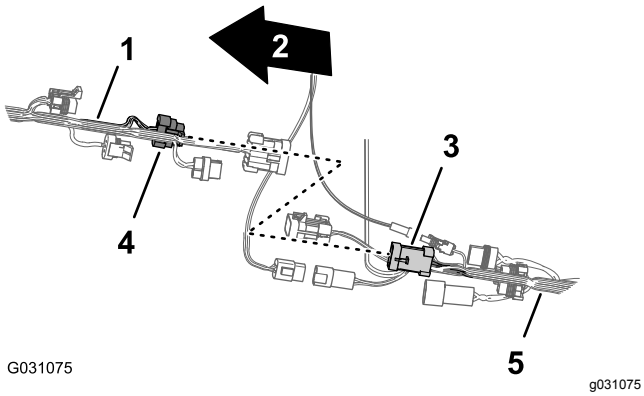

Figur 89
3. Koble kontakten med åtte pinner i den fremre ledningssatsen for spreder/ledningssats-sammenkoblingen til kontakten med åtte sokler i den bakre ledningssatsen for mengdebryteren (Figur 89).